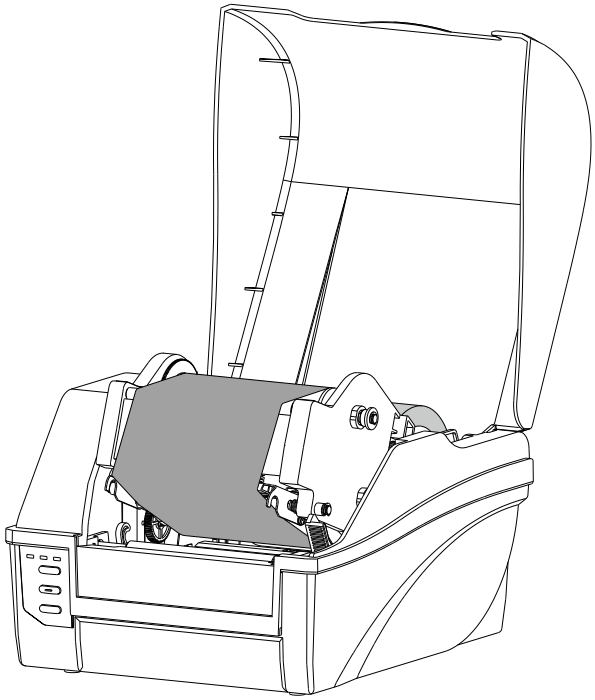

Figure 2-12 Load the Media
3. Position the media roll in the middle of the Spindle, using the ruler on the Media Spindle for alignment, see Figure 2-12.